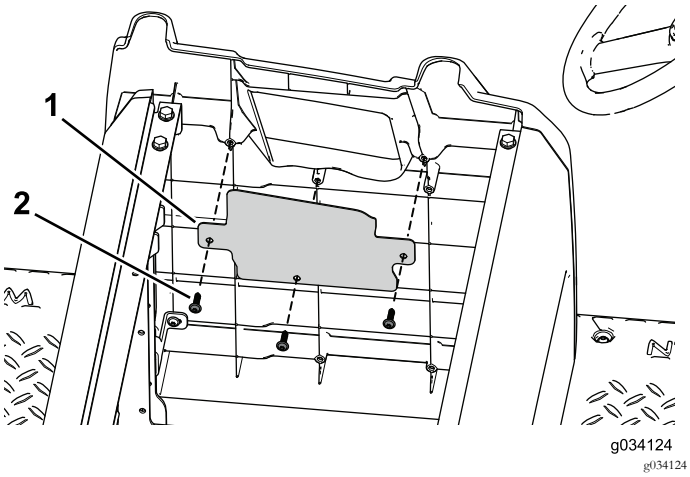

Figura 44
2. Utilizzate le 3 viti autofilettanti per fissare la copertura dell'apertura alla piastra laterale (Figura 44).